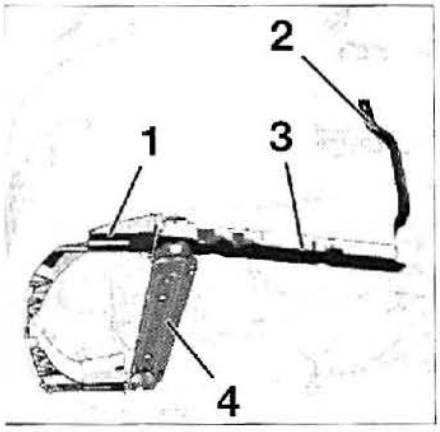

FIG. 1
- Desmontar **(fig. 1)**:
- el potro (1)
- el travesaño de radiador (4)
- la prolongación de cuna delantera (3)
- la bieleta (2)